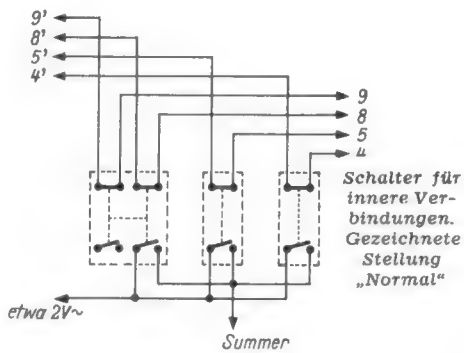
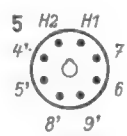

*Bild 4. Schalter zum Abtrennen von „Inneren Verbindungen" bei Röhren der P-Serie*
*Bild 5.*
Die neuen Fernsehspezialröhren, z. B. die PL 81, haben z. T. drei und noch mehr innere Sockelverbindungen, die natürlich zur Prüfung der Röhre abgeschaltet werden müssen. Hierzu ist ein weiterer Kippschalter erforderlich, der neben den beiden anderen Platz findet. Dadurch wird es nötig, die Verbindungen zu diesen Kippschaltern, zu den Fassungen 11, 12 und 13, sowie zum Summer entsprechend **Bild 4 bis 8** zu ändern. Die von den Kippschaltern kommenden Anschlüsse sind dabei mit einem kleinen Strich hinter der Zahl gekennzeichnet. Diese Anschlüsse führen zu den gleichermaßen gezeichneten Polen der Fassungen 11, 12 und 13.
Wer oft ausgefallene Typen der Preßglasserie zu prüfen hat, die ebenfalls viele innere Verbindungen aufweisen, der kann die Fassung 5 gemäß Bild 5 in die Abschaltung miteinbeziehen.
*Bild 5 bis 8: Änderungen an den Fassungen 5, 11, 12 und 13. Die mit einem kleinen Strich hinter der Zahl gekennzeichneten Pole sind bei diesen vier Fassungen mit den entsprechend gekennzeichneten Zahlen in Bild 4 zu verbinden*
*Links: Bild 4. Abgleichkontrolle mit dem Abgleichstift AS*
**Abgleichstift AS (Bild 4).** Die einfachste Methode, um den Abgleichpunkt von Resonanzkreisen von außen her zu finden bzw. festzustellen, ob die Resonanzfrequenz des Kreises erhöht oder verringert werden muß, besteht bekanntlich darin, der Spule abwechselnd einen Eisen- und Kupferstift zu nähern bzw. bei Luftspulen einzutauchen. Im ersten Fall erhöht man die Induktivität und damit verringert sich die Resonanzfrequenz des Kreises, im zweiten Fall ist es umgekehrt.